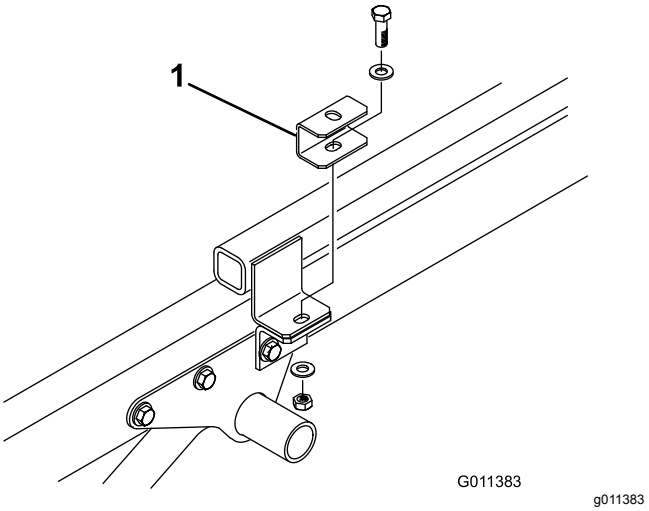

Figure 7
4. Secure a spacer mount to top of each hitch frame tab with the cap screw, 2 flat washers, and locknut previously removed (Figure 7).
6. Position the machine onto the frame of the Workman vehicle, aligning the holes in the rear mounting brackets with the holes in each side of the frame (Figure 7).